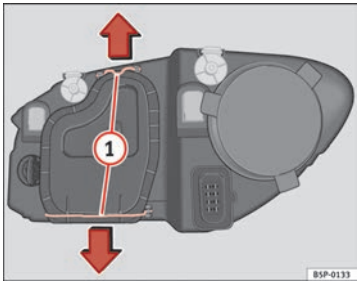

Fig. 164 Dipped beam headlights
– Remove the loops ⇒ fig. 164 (1) in the direction of the arrow and remove the cover. ▶